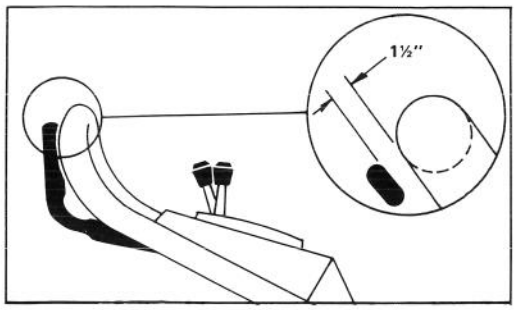

Bild 18
2. Antriebshebel anheben, bis leichter Widerstand spürbar ist. Der Antriebshebel sollte bei optimaler Justierung etwa 3,5 cm vom Griff entfernt sein (Bild 18).